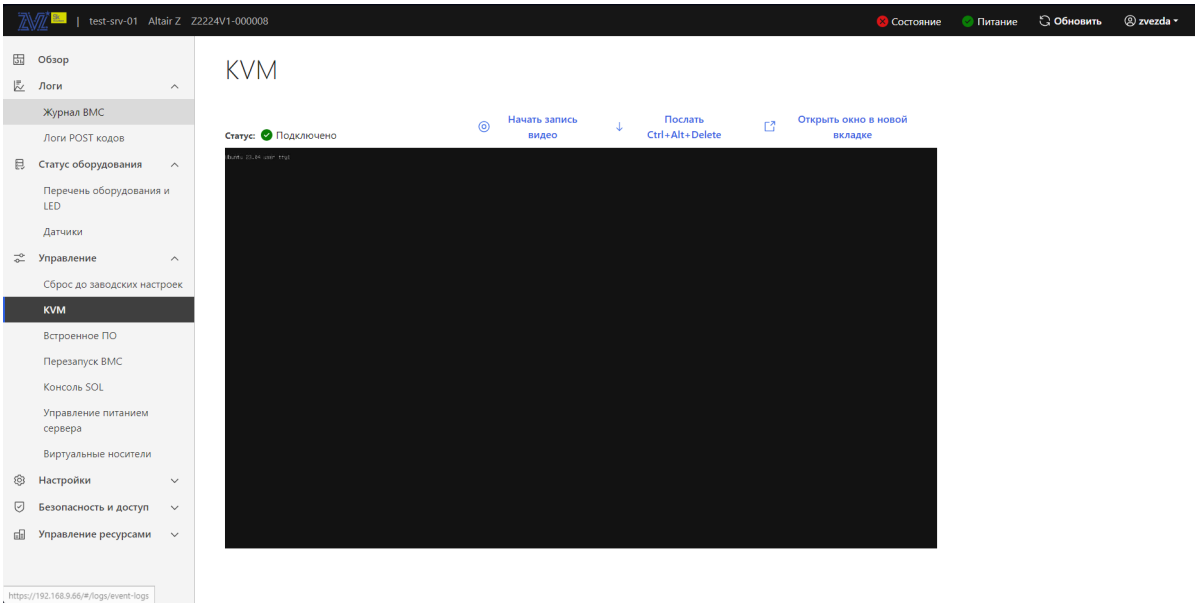

Рис. 83. Окно «KVM»
3) Пройдите во вкладку «Управление» → «KVM» в данной вкладке осуществляется удаленное управление BIOS. Окно показано на рис. 83 Окно «KVM»